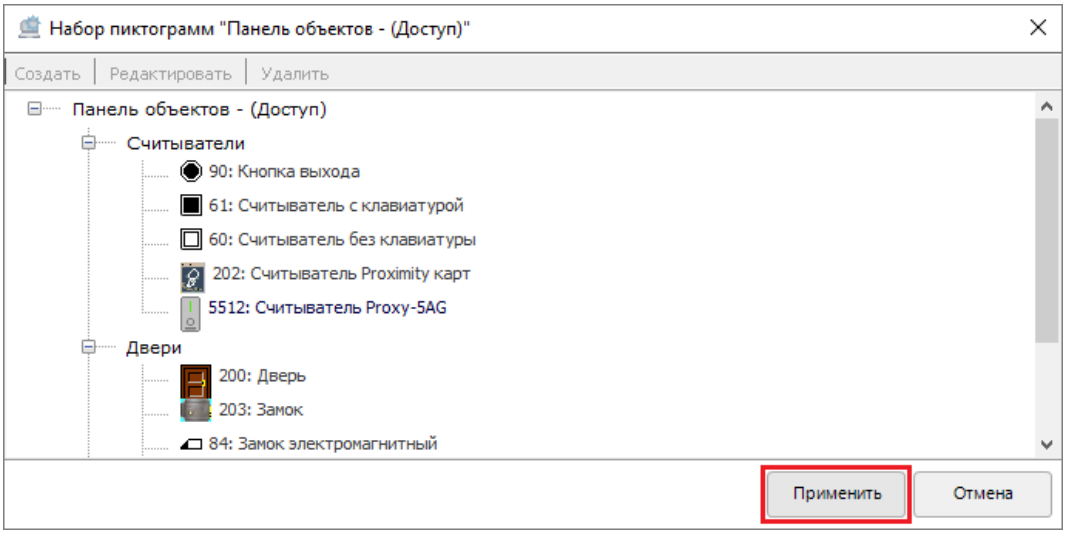

Рисунок 6-508 Подтверждение добавления новых пользовательских видов пиктограмм и соответствующих им кнопок
6) для сохранения изменений нажмите в окне редактора «Набор пиктограмм» кнопку «Применить» (см. Рисунок 6-508) (чтобы отказаться от изменений необходимо нажать в окне редактора «Набор пиктограмм» кнопку «Отмена»).